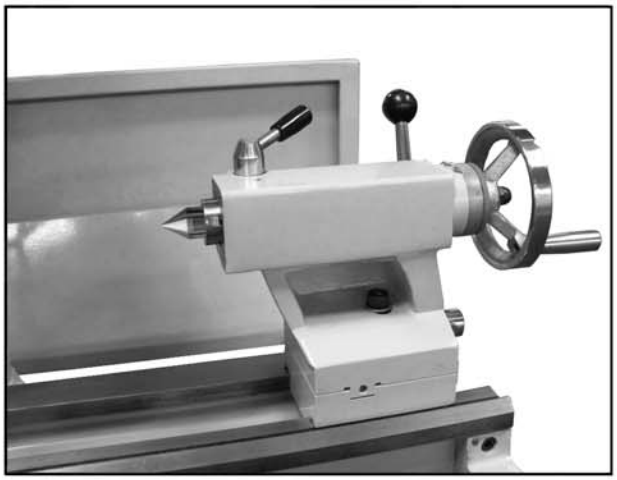

Figure 23: Inserting dead center.
1. Feed the quill out about 1" and insert the MT#3 dead center (Figure 23). The mating tapers provide the locking action.